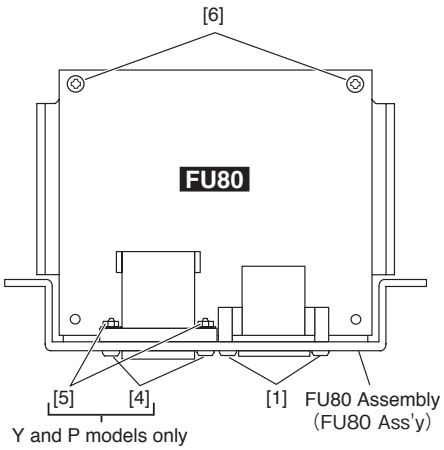

Fig.9（図 9）
7-3 Remove the two (2) screws marked [4] and the two (2) nuts marked [5]. (Y and P models only)(Fig.9)
7-4 Remove the two (2) screws marked [6] and the two (2) screws marked [1]. The FU80 circuit board can then be removed from the FU80 assembly. (Fig.9)
7-3 [4] のネジ 2 本と [5] のナット 2 個を外します。(Y,P 仕向けのみ)（図 9)
7-4 [6] のネジ 2 本と [1] のネジ 2 本を外し、FU80 Ass'y から FU80 シートを外します。(図 9)